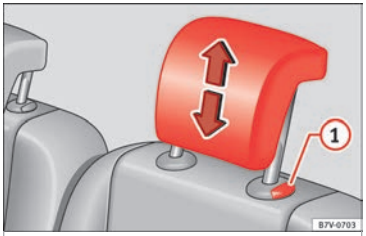

Fig. 79 Fitting the head restraints in the second or third row of seats
- Pull out the head restraint ››› **Fig. 79** (1) with the button pressed.